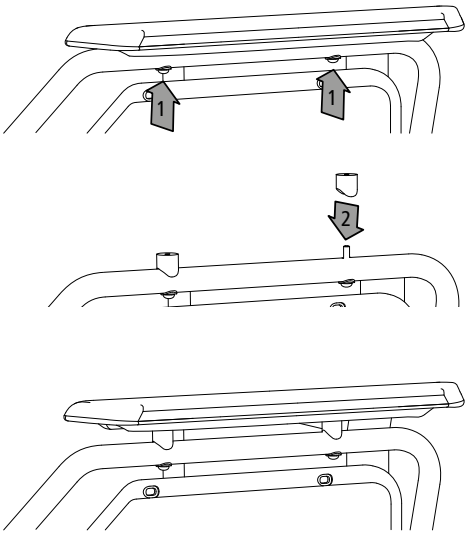

fig. 36
1. Desserrer les vis qui maintiennent l’accoudoir sur le cadre (1, fig. 36).
2. Retirer ensuite l’accoudoir du cadre et placer les deux adaptateurs de hauteur sur les trous (2, fig. 36) des accoudoirs sur le cadre.